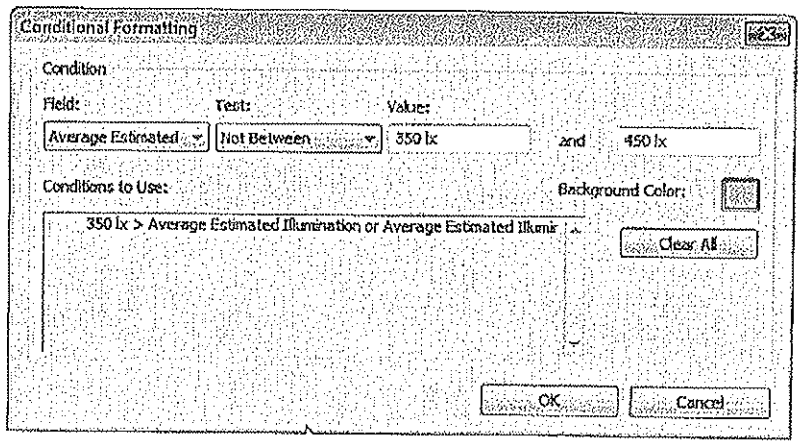

Figure 14–72
5. In the Conditional Formatting dialog box, set *Test*: to **Not Between**, and *Value* to **350 lx** and **450 lx**, as shown in Figure 14–72.
7. Switch back to the schedule on the sheet. The conditional formatting does not display as shown in Figure 14–73.